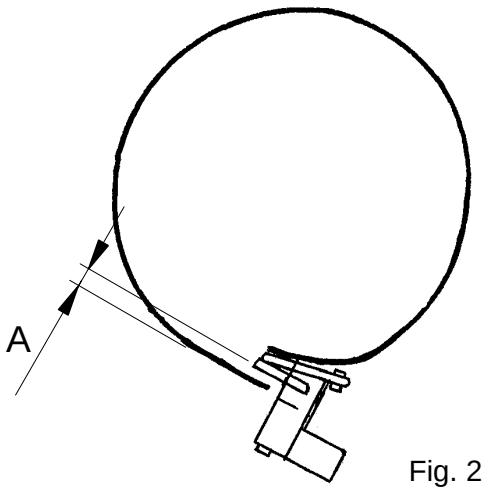

Fig. 2
Set the LS nozzle according to fig. 2. The upper end of the LS nozzle is to be set A mm from the packaging material web, and the lower end approximately 2 mm from the web, see fig. 2. Lesser lateral deviations can be eliminated by means of the limit screw (1).